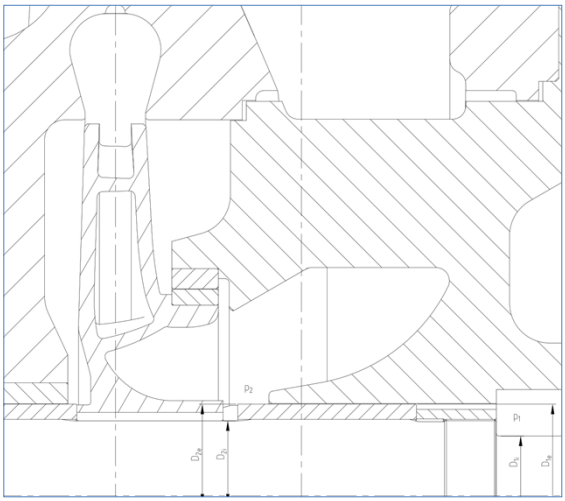

Figure 4.6: End bush in pump suction side.
1) In case of end bush in the pump's suction side, it is equal to the pump's suction pressure (refer to *Figure 4.6)*.